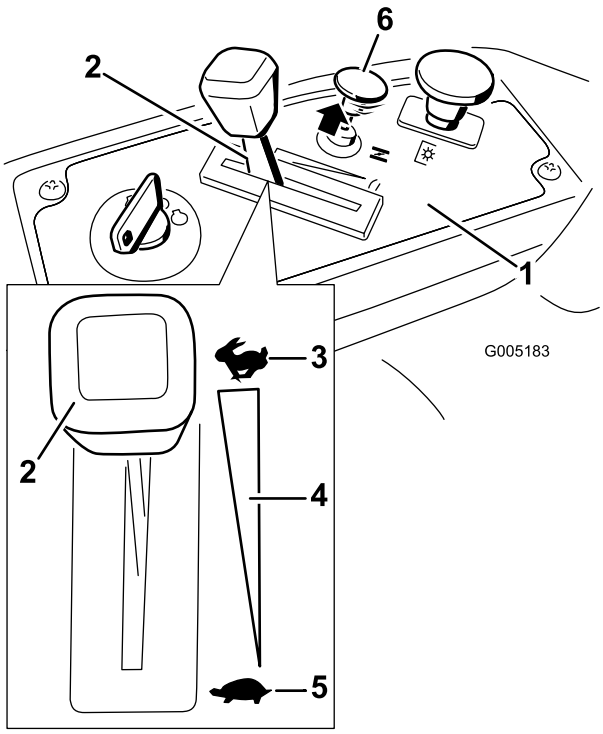

Figur 11
3. Dra upp chokereglaget innan du startar en kall motor (Figur 11).
3. Vrid tändningsnyckeln till Av (Figur 11).